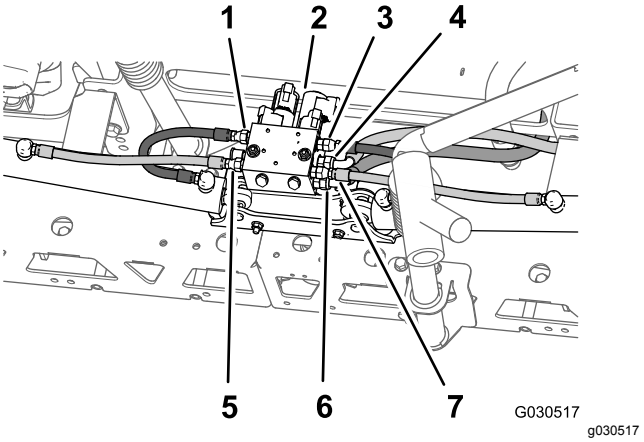

**Figur 62**
2. Bag på maskinen fjernes hydraulikslangerne mellem bomløftemanifolden og hydraulikcylinderen (Figur 62).